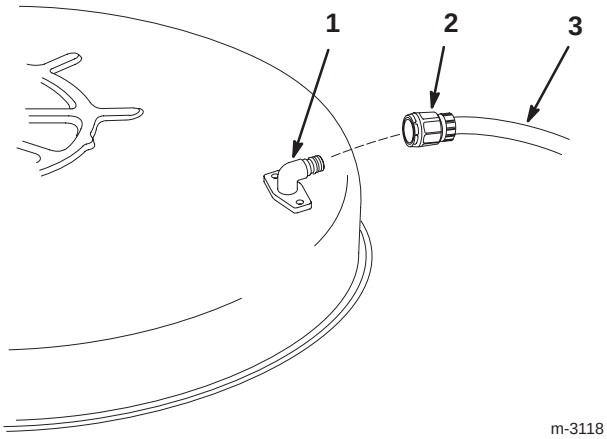

Bild 33
5. Drehen Sie eine Schlauchkupplung auf die Kupplung am Mähwerk-Spülanschluss und drehen das Wasser mit starkem Druck auf (Bild 33).